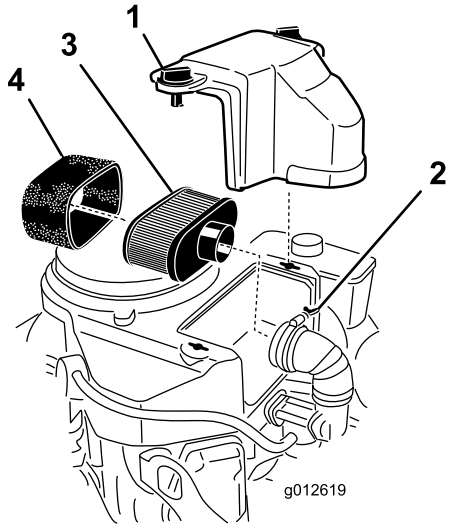

Figura 29
3. Limpie alrededor del limpiador de aire de forma que la suciedad no penetre en el motor y cause daños (Figura 29).
4. Desenrosque los pomos de la cubierta y retire la cubierta del limpiador de aire (Figura 29).
5. Desenrosque la abrazadera y retire el conjunto del limpiador de aire (Figura 29).
6. Retire cuidadosamente el filtro de gomaespuma del filtro de papel (Figura 29).
1. No limpie el filtro de papel, cámbielo (Figura 29)
1. Deslice cuidadosamente el filtro de gomaespuma sobre el filtro de papel (Figura 29).
2. Coloque el conjunto del limpiador de aire sobre la base del limpiador de aire y fíjelo con 2 tuercas de orejeta (Figura 29).
3. Coloque en su posición la cubierta del limpiador de aire y apriete el pomo de la cubierta (Figura 29).